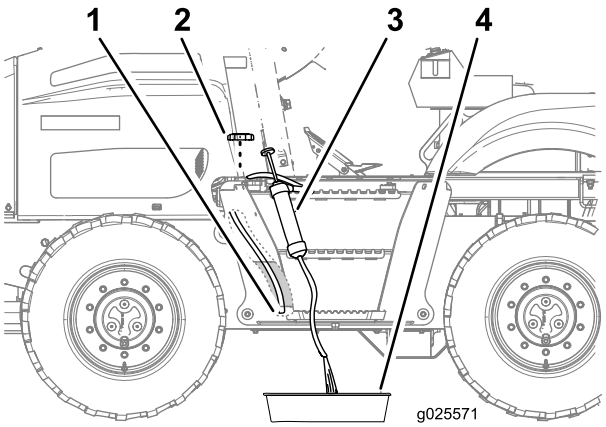

Figura 71
1. Retire el tapón de combustible del depósito de combustible (Figura 71).
2. Pase la manguera de admisión del equipo de sifonaje por el cuello de llenado del depósito de combustible hasta llegar al fondo del depósito (Figura 71).
3. Introduzca la manguera de descarga del equipo de sifonaje en un recipiente de vaciado (Figura 71).
6. Coloque el tapón de combustible en el cuello de llenado del depósito de combustible (Figura 71).